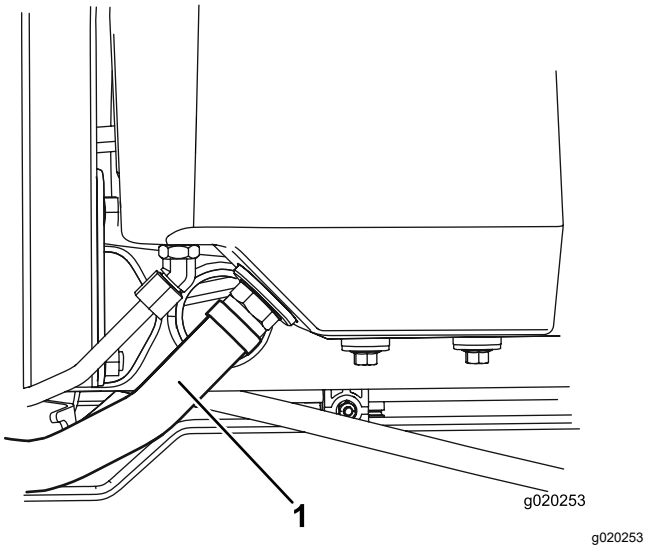

Figur 92
2. Koppla bort den stora hydraulslangen (Figur 92) från tanken och låt hydraulvätskan rinna ut i ett avtappningskärl.